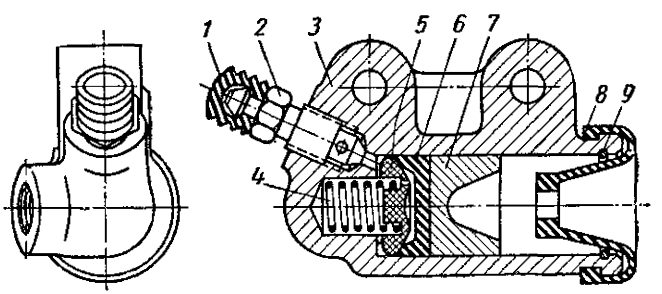

Рис. 68. Рабочий цилиндр привода сцепления:
Корпус *3* (рис. 68) рабочего цилиндра представляет собой отливку из серого чугуна, имеющую с одной стороны открытую цилиндрическую полость, в которую вставлены литой алюминиевый поршень *7* с уплотнительной резиновой манжетой *6*, распорным грибком *5* и пружиной *4*. Пружина постоянно прижимает сферическую поверхность грибка к уплотнительной кромке манжеты и через нее кромку к зеркалу цилиндра, что значительно улучшает
за исключением корпуса *9* и штуцера *7*, взаимозаменяемы с соответствующими деталями главного цилиндра тормоза. Так как в главном цилиндре сцепления отсутствует двойной клапан, корпус и штуцер этого цилиндра отличаются от корпуса и штуцера главного цилиндра тормоза. Чтобы было легче отличить главные цилиндры сцепления и тормоза, их крепежные фланцы повернуты относительно друг друга на 60°. Защитный резиновый чехол *8* (рис. 68) предохраняет внутреннюю полость рабочего цилиндра от грязи.
2. Очистить от пыли и грязи клапан выпуска воздуха на рабочем цилиндре (см. рис. 68) и, сняв с головки клапана резиновый защитный колпачок *1*, надеть на головку клапана резиновый шланг (прилагаемый к автомобилю). Свободный конец шланга погрузить в тормозную жидкость, налитую в чистый стеклянный сосуд емкостью не менее 0,5 *л*, который должен быть заполнен на половину его высоты.